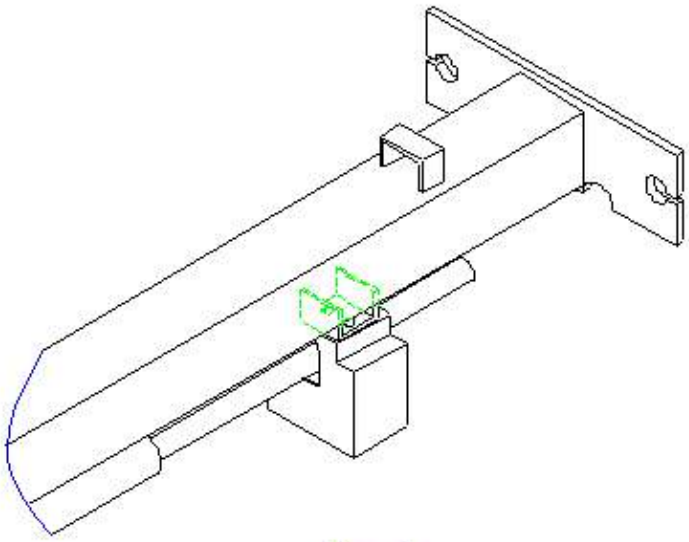

Figure 8
A. Using 2 HHCS and 2 flange lock nuts, attach the overhead switch assembly to the overhead beam (Figure 8).